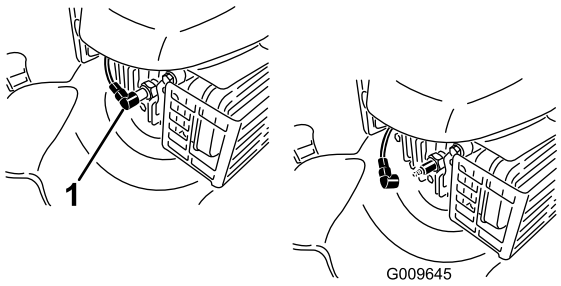

Figure 18
2. Débranchez la bougie (Figure 18) avant de procéder à un quelconque entretien.